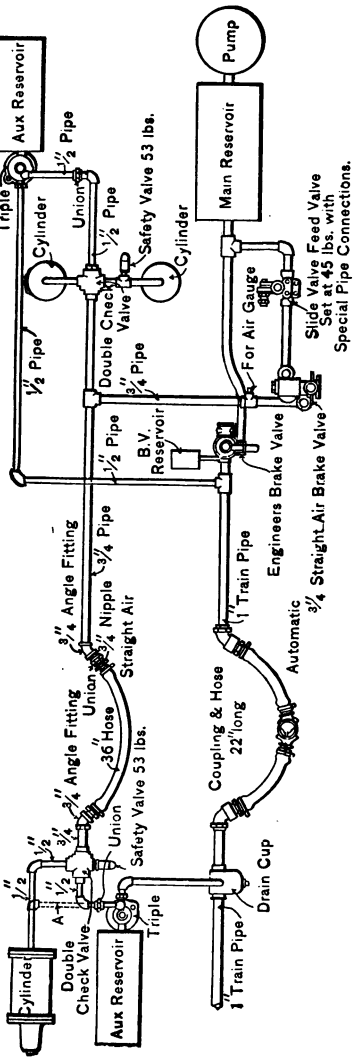
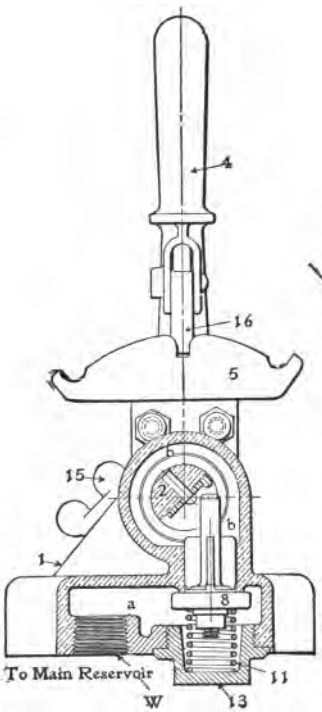
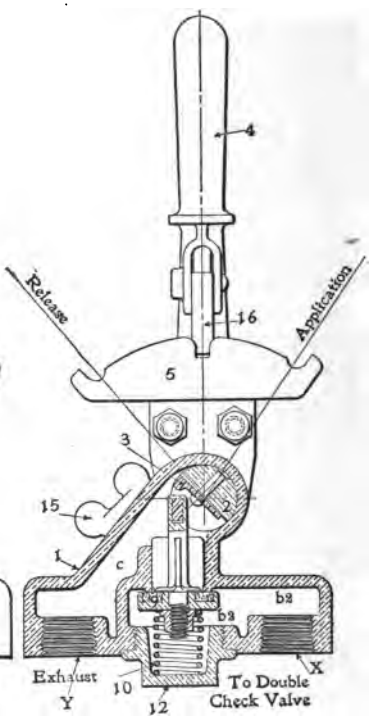

FIG. 62.—WESTINGHOUSE COMBINED AUTOMATIC AND STRAIGHT-AIR BRAKE.
FIG. 64.
FIG. 65.
A. As illustrated in Fig. 62, it is necessary to apply on the engine a Slide-Valve Reducing-Valve, a ¾" Straight-Air Brake Valve, a Safety Valve set at 53 pounds, and a double check valve. On the tender the additional parts consist of a double check valve, a safety valve set at 53 pounds, and one 36-inch hose, with union, angle fittings and nipples.
*Q. What is the object of the safety valve (Fig. 62)?*
*Q. What is the valve shown in Figs. 64, 65, 66, 67 and 68, and with what is it used?*
A. Fig. 66, a side view of the outside of the valve; the view (Fig. 68) is a horizontal cross-section through *F F* (Fig. 66); Fig. 67 is a vertical cross-section; Fig. 64, an end section showing the valve that controls the flow of pressure coming from the main reservoir; and Fig. 65 is an end section through a plane which permits the valve controlling the exhaust to be seen.
A. By the handle 4 acting through the shaft 2. As the handle is moved the shaft starts to rotate, thus causing one of the tappet pieces 3 (Figs. 64 and 65) to engage the stem of either valve 8 or 9, according to the direction in which handle 4 is moved. If moved to the right (Fig. 65) valve 8 is unseated; if moved to the left valve 9 (Fig. 65) is unseated. The shaft, as shown in Figs. 64, 65 and 67, is cut away in two places; at the bottom of each of the slots a tappet piece is fastened with two rivets.
A. As shown in Fig. 65 it is on lap; moved to the right it is in application or service position; and to the left it is in release position.
A. It has three and, as indicated, they connect with the main reservoir at *W*; the trainpipe, or the one leading to the double check valve, at *X* (Fig. 65); and to the exhaust at *Y*.
A. When the valve handle is moved to the right the tappet piece in the shaft engages the stem of valve 8, forcing the valve from its seat against the pressure beneath it and the tension of spring 11. Air which comes from the main reservoir through the reducing valve (Fig. 62) enters the brake valve at *W* (Fig. 64) and passes up by the unseated valve 8 into chamber *b*, thence through port $b^1$ (Fig. 67) into chamber $b^2$ and out at *X* (Fig. 65) into the pipe which leads to the double check valves (Fig. 62), and through these valves to the brake cylinders.
A. Spring 10 (Fig. 65), together with the pressure in chamber $b^2$, forces valve 9 to its seat and it thus prevents the escape of air to the atmosphere.
A. Valve 9 is forced from its seat and air from the brake cylinder comes back through the double check valves (Fig. 62), enters at *X* (Fig. 65) into chamber $b^2$, passes by the unseated valve 9 into chamber *c*, thence to the atmosphere at *Y*, and thus releases the air from the brake cylinders.
A. Release position; so placed any slight leakage of main reservoir pressure by the seat of valve 8 (Fig. 64) can not creep on the brakes, since the air would escape direct to the atmosphere by the unseated valve 9.